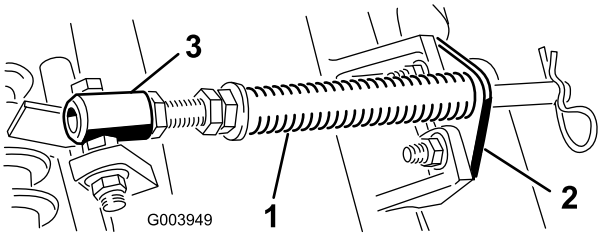

Figur 4
A. Fjern de to bræddebolte og møtrikker, der fastholder stangbeslaget på klippeenhedens tapper (Figur 4).
B. Fjern den flangemøtrik, der fastgør fjederrørets bolt på bærerammens tap (Figur 4). Fjern enheden.